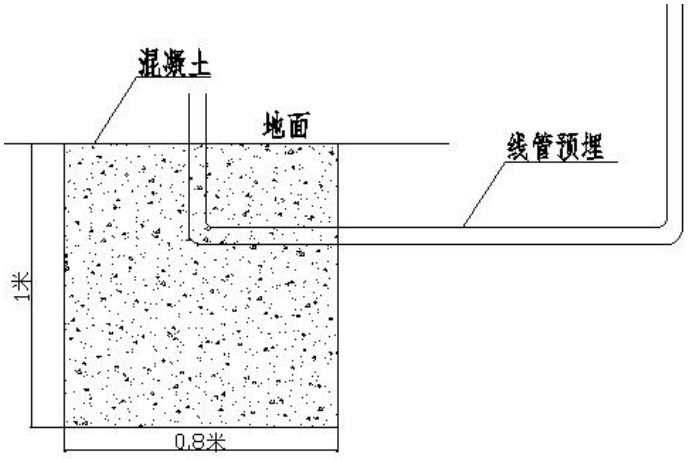

图 4
1、设备安装前先在地面开挖一个深为 1000mm、长为 800mm、宽为 800mm 的土坑，且做好 PVC 线管预埋（线管可用Ø20 的），如图 4。